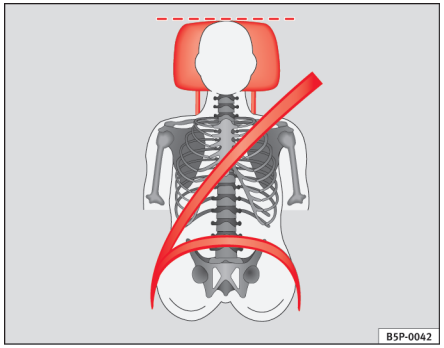
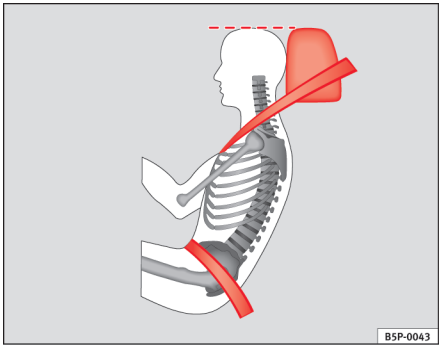

Fig. 87 Set forfra: korrekt indstillet hovedstøtte og korrekt placering af selen
Fig. 88 Set fra siden: korrekt indstillet hovedstøtte og korrekt placering af selen
– Indstil hovedstøtterne således, at hovedstøttens øverste kant er på højde med den øverste del af dit hoved eller mindst i øjenhøjde ⇒ fig. 87 og ⇒ fig. 88.